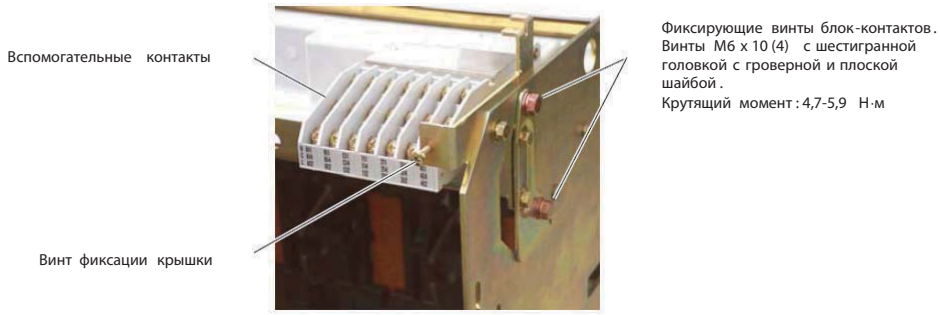

Рис. 9. – Фиксирующие винты блок-контактов
3. Извлеките блок винты фиксации блок-контактов, как это показано на рис. 9.